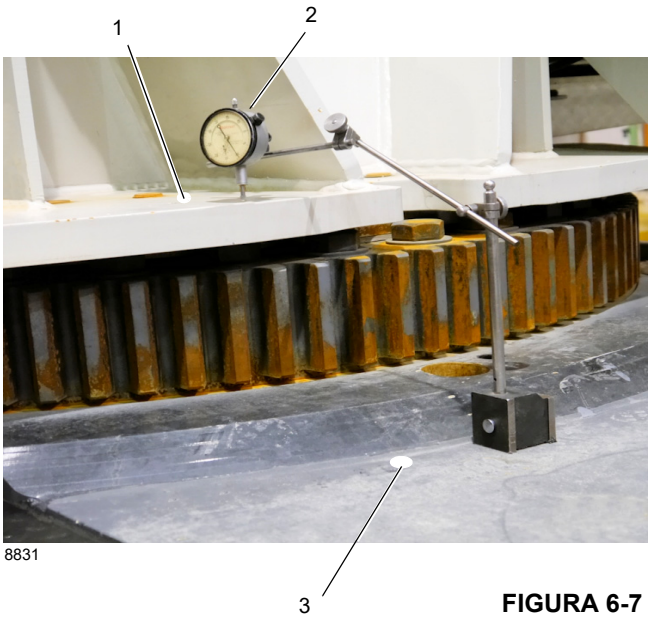

FIGURA 6-7
2. Coloque un indicador de cuadrante (2, Figura 6-7) en el lado opuesto al de la pluma, en el bastidor de la caja de torsión (3).
3. Coloque el cuadrante encima de la placa del cojinete de torreta (1, Figura 6-7).